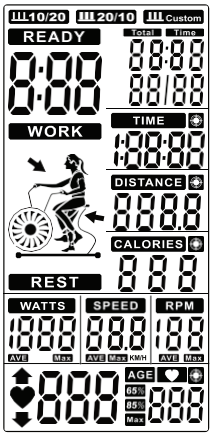
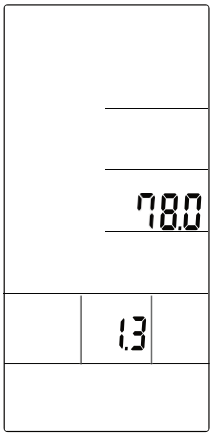
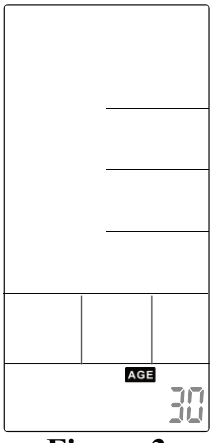

Figure 1
Figure 2
Figure 3
1. When powered on, the LCD will display fully for 2 seconds with a long beep (Figure 1), then show the wheel diameter for 1 second in the DIST area (Figure 2). It will then enter AGE setting mode with AGE flashing (Figure 3). Use the UP/DOWN buttons to set the age and press ENTER to confirm. The device will then go to Standby mode.